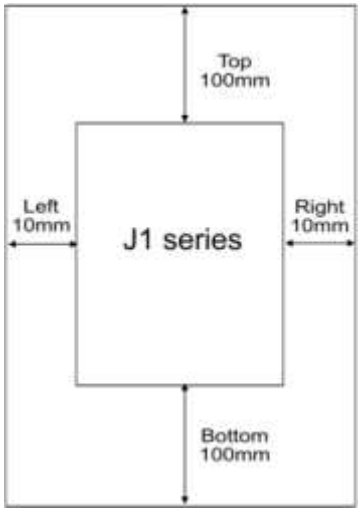

Figura 2: Installazione con temperature maggiori di 40 °C
- Temp. > 40 °C: gli Inverter devono essere distanziati di 10 mm l'uno dall'altro, come da Figura 2.